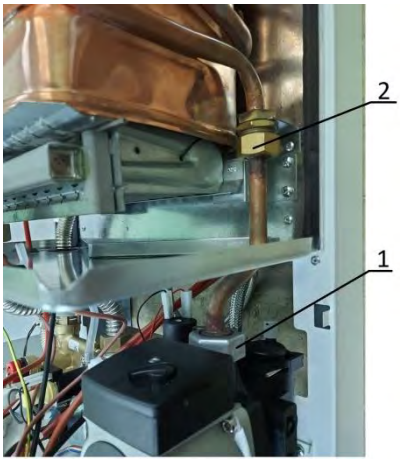

Рис. 17. Демонтаж трубы насоса
4) ключом на 30 отвернуть гайку 2 и ключом на 38 отвернуть гайку 1 (см. Рис. 17) крепления трубы к штуцеру теплообменника и крепление трубы к насосу и отвести трубу в сторону.